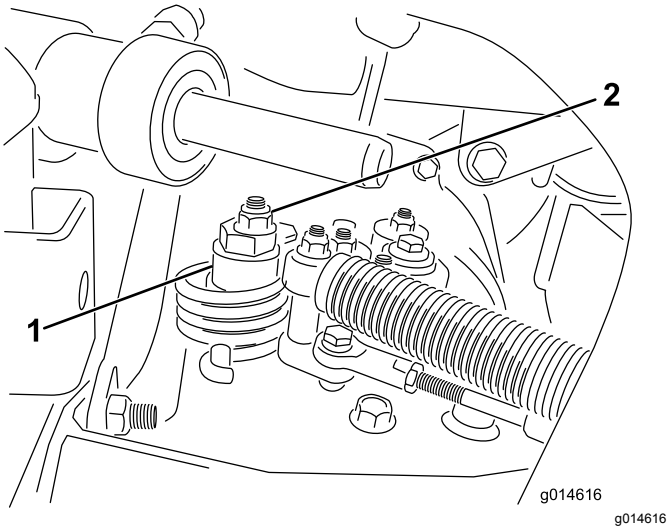

Figuur 39
A. Draai de moer los waarmee de excentriek is bevestigd aan de bovenkant van de hydrostaat (Figuur 39).
C. Draai aan de excentriek totdat de machine niet meer naar voren of naar achteren kruipt. Als het wielen niet meer draaien, zet u de moer vast waarmee de excentriek en de afstelling worden geborgd (Figuur 39). Controleer de instelling met de gashendel op LANGZAAM en op SNEL.